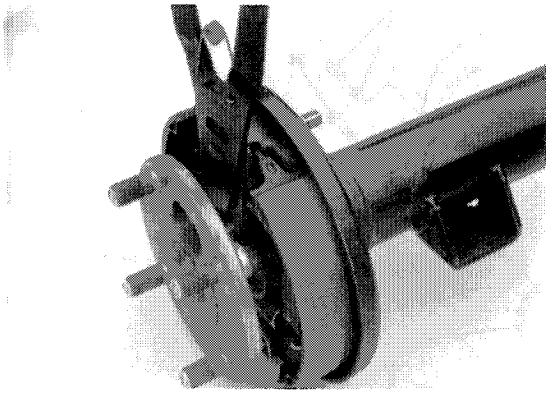

Figure 6-2
4. Remove internal retaining ring (19) from axle tube using 90° internal snap ring pliers **(Figure 6-2)**.